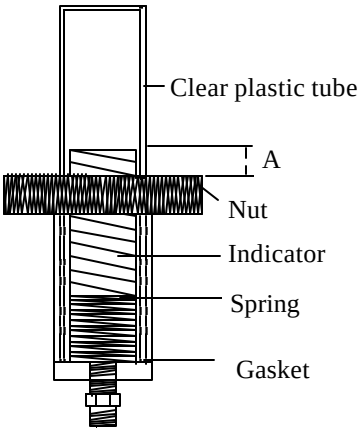

Fig.4
6. Remove nut fastening housing (Fig. 3&4) together. Set housing in bracket, place spring in housing (Fig4). Next thread chain through spring and through red indicator tube. Having closed end (with chain connector) toward outside of building. This tube should be set with line showing on the tube even with outside of housing (A Fig. 4) . This applies if tank is empty.
7. Slide transparent plastic tube over red indicator tube and spring and press same to end of housing (Fig. 4) over transparent plastic tube. Check to see that reading is correct.
8. If reading is incorrect re-adjust chain. Then cut off chain even with the end of the red indicator tube. Fasten chain connector. Fasten outside housing (Fig. 3) to inside housing (Fig. 4) with nut.